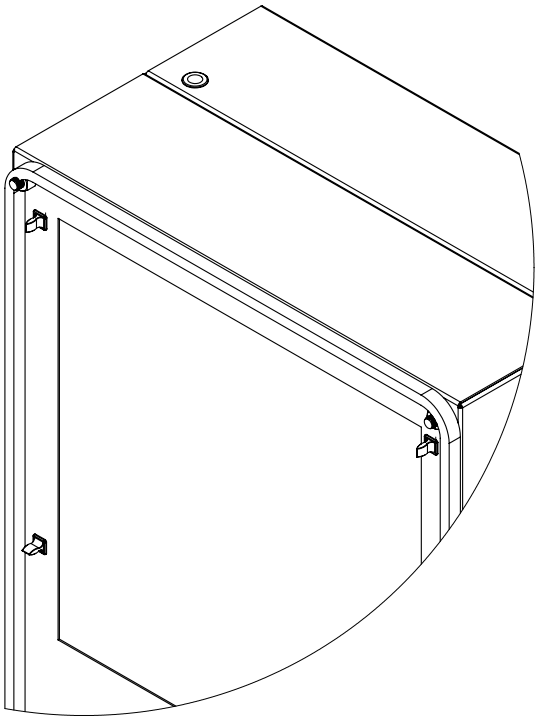

Figure 7
3. Montieren Sie die Dichtung mithilfe des mitgelieferten Dichtungsbausatzes an der Frontplatte des Kühlgeräts (siehe Abbildung 7).